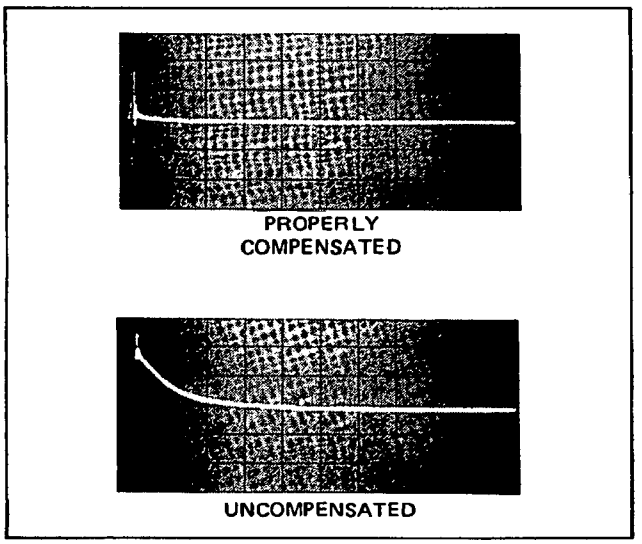

**Figure 3-35. Probe Compensation.**
h. Adjust the probe so that its response is flat over the entire frequency range (Figure 3-35).